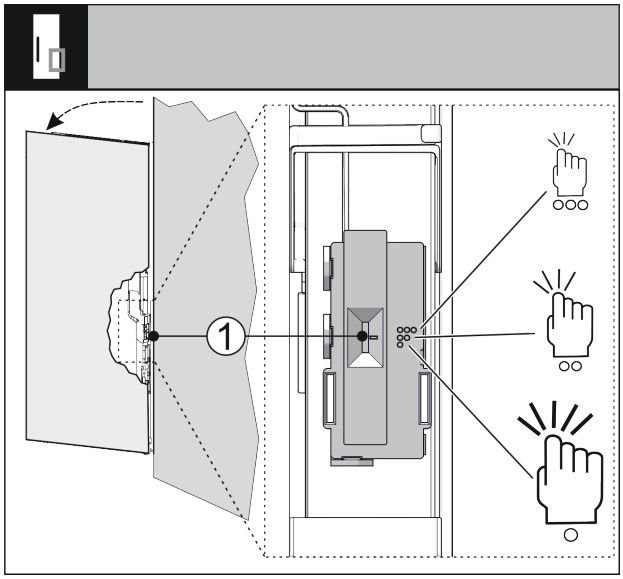

Fig. 71
Puteți seta sensibilitatea senzorului pentru ciocănit cu ajutorul unui comutator *Fig. 71 (1)*. Întrerupătorul se află pe partea balamalei, în treimea inferioară a ușii.
▶ Glisați comutatorul *Fig. 71 (1)* în poziția dorită.